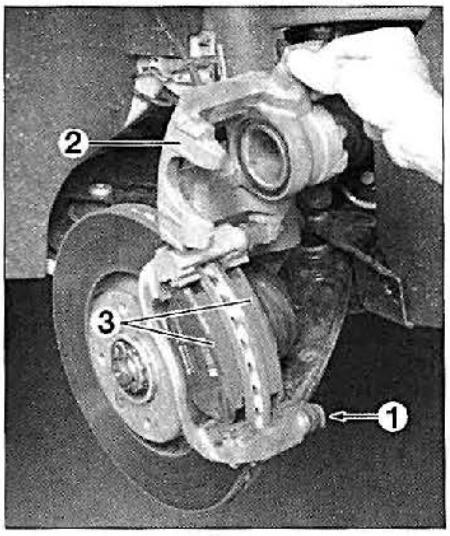

FIG. 6
• Desmontar el tornillo (1) **(fig. 6).**